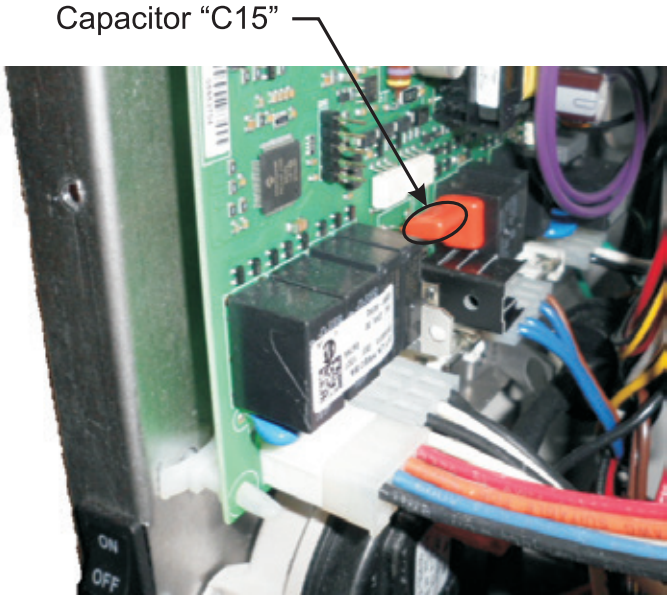

Figure 9
12. There are two orange capacitors on the control board. Locate the front, horizontally oriented capacitor marked C15 on the control board. **See Figure 9.**